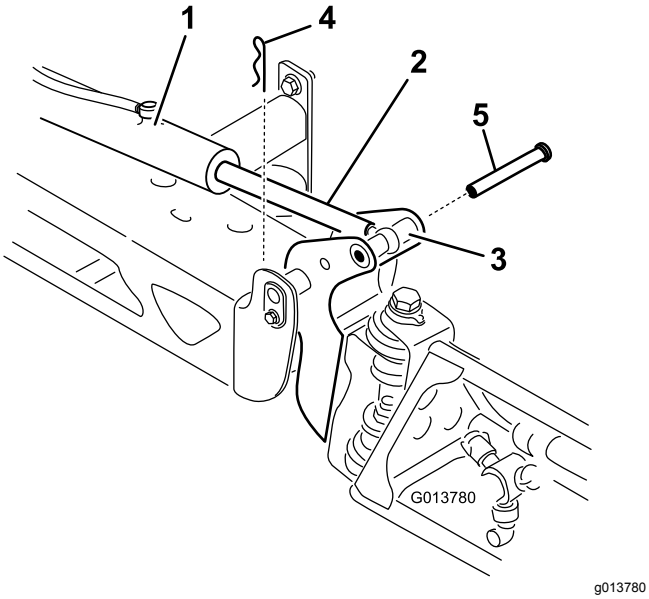

Figur 34
2. Fjern splitten fra drejetappen (Figur 34).
3. Løft op på bommen, fjern splitten (Figur 34), og sænk langsomt bommen ned på jorden.
9. Mens du holder bommen, skal du føre stiften gennem bommens drejetap og aktuatorstangen (Figur 34).